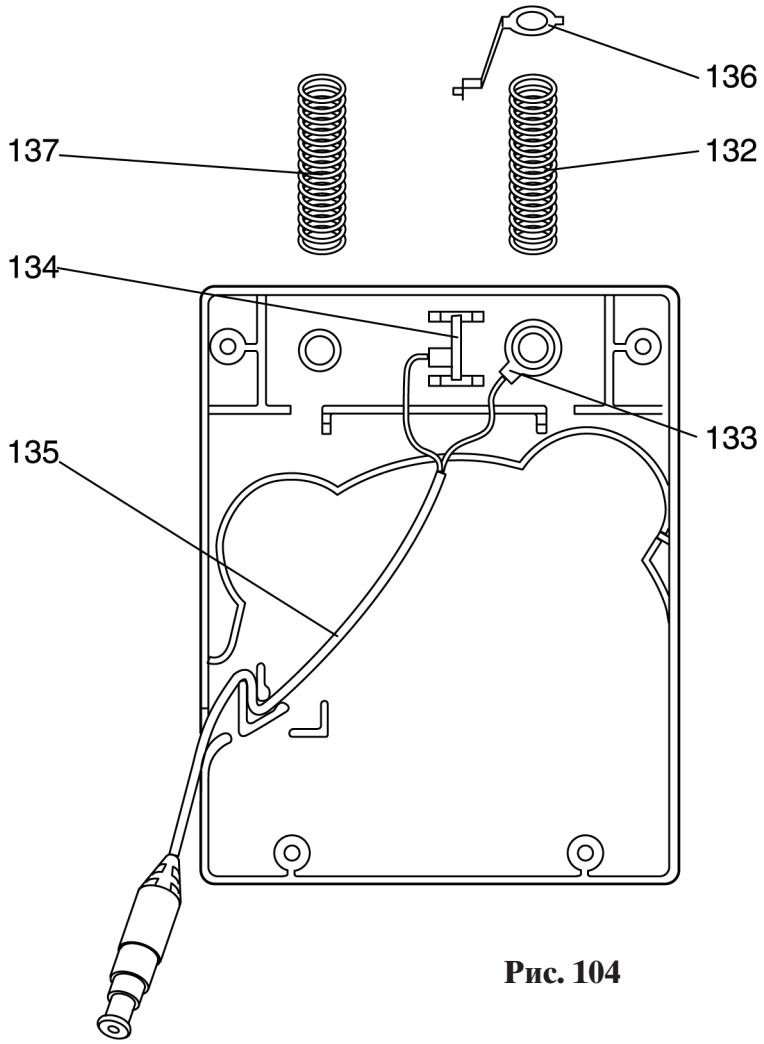

Рис. 104
- Вытащите правый кабель 133 с контактным ушком (рис. 104).